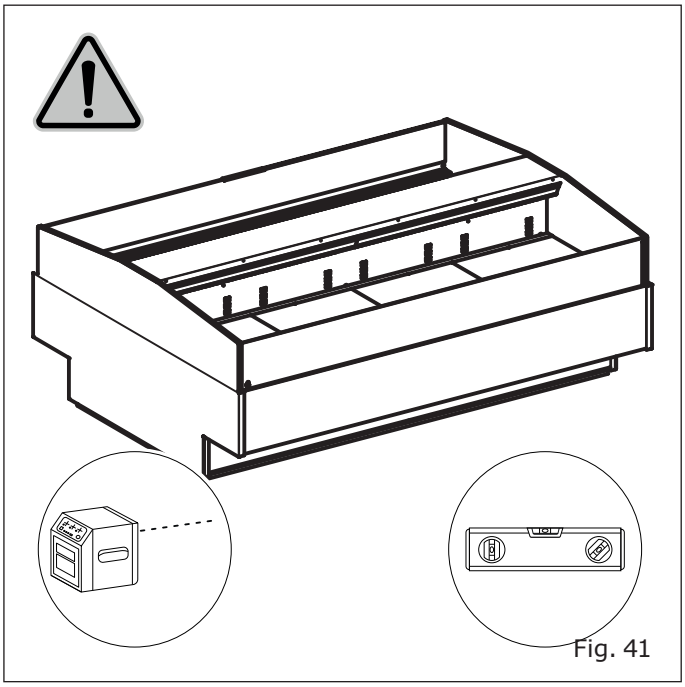

Fig. 41
- Sur un sol nivelé ("Fig. 41").